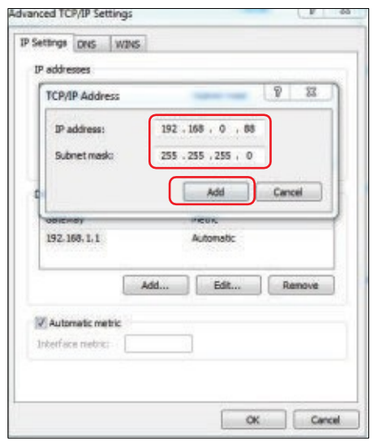

Fig. 6.9
(3) Enter the following information in the “TCP/IP address” window. Click “Add” (See Fig. 6.9).